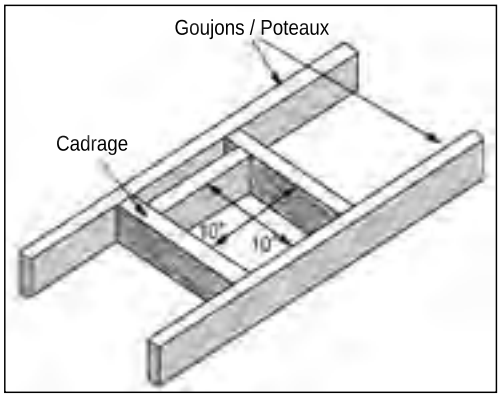

Figure 31. Vent Framing For Wall or Ceiling.
The Q1 is shipped with the Tiling Flanges packaged at the back of the unit. If the unit is being installed as a fireplace you must use the Tiling Flanges and Rear Standoffs. The Tiling Flanges double as the Side Standoffs. Take the three flanges out of the packing foam and install them onto the unit in the desired position. There are three positions the Tiling Flanges can be set to (see Figure 32). Measure the non-combustable and tiling material to determine which setting will work best for the install. With a T20 screwdriver, install the flanges as shown in Figure 31 using the T20 screws provided in the Manual Bag. The top and bottom screws that hold the surround mounts will need to be removed and re-used to install the Tiling Flanges.
A 10" (254 mm) x 10" (254 mm) frame (see Figure 31) will assure the proper support and spacing for the vent pipe as it passes through the wall. Installations in Canada require that a wall thimble be used for passing through walls and ceilings. All sealing and vapour barriers must comply with local building codes.
Step 3. With the pipe in the correct position and attached to the fireplace, mark the wall for a 10 inches (25.4 cm) x 10 inches (25.4 cm) square hole (see Figure 31). The center of the hole should match the center line of the horizontal pipe. Cut and frame the hole in the exterior wall where the vent will be terminated. If the wall being penetrated is made of a non-combustible material (i.e. masonry or concrete) a 7 inches (17.8 cm) hole is acceptable.